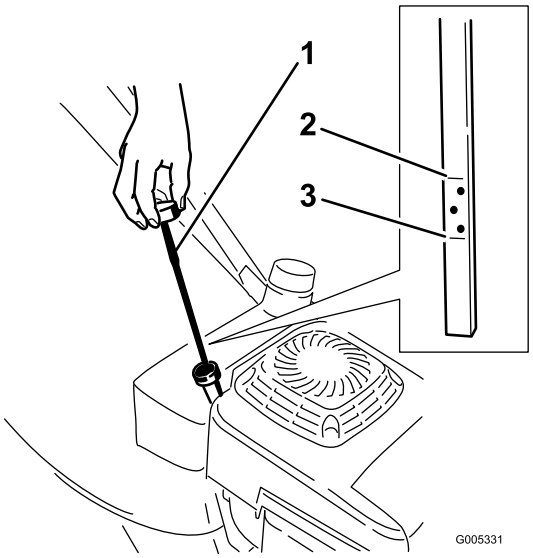

Figur 8
Se alltid till att oljenivån ligger mellan markeringarna för att fylla på och fullt på oljestickan innan du startar maskinen (Figur 8).
2. Gör rent runt oljestickan (Figur 8).
6. Ta ut oljestickan och läs av oljenivån (Figur 8).